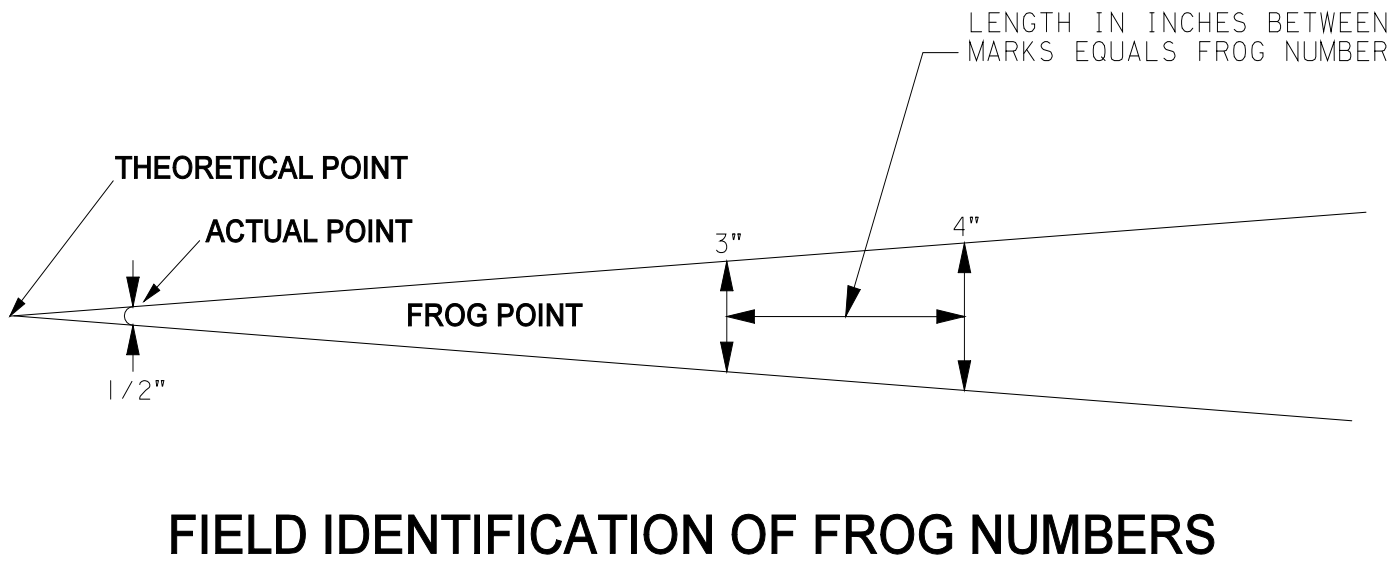

Figure 5-X
3. Measure between marks. The number of inches measured equals the frog number. See Figure 5-X.